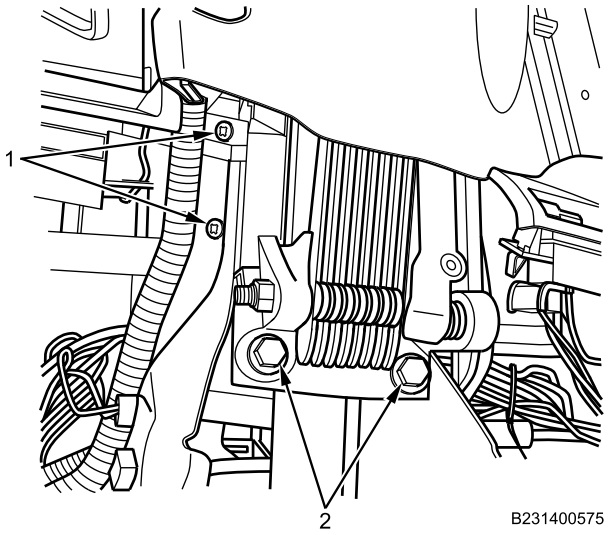

Figure 5. Steering Column.
6. Remove two cross-cab beam bolts (Figure 5, Item 2) that secure steering column to cab beam.
7. Remove four Torx screws (Figure 5, Item 1) at upper steering bracket. Left side shown. Right side similar.